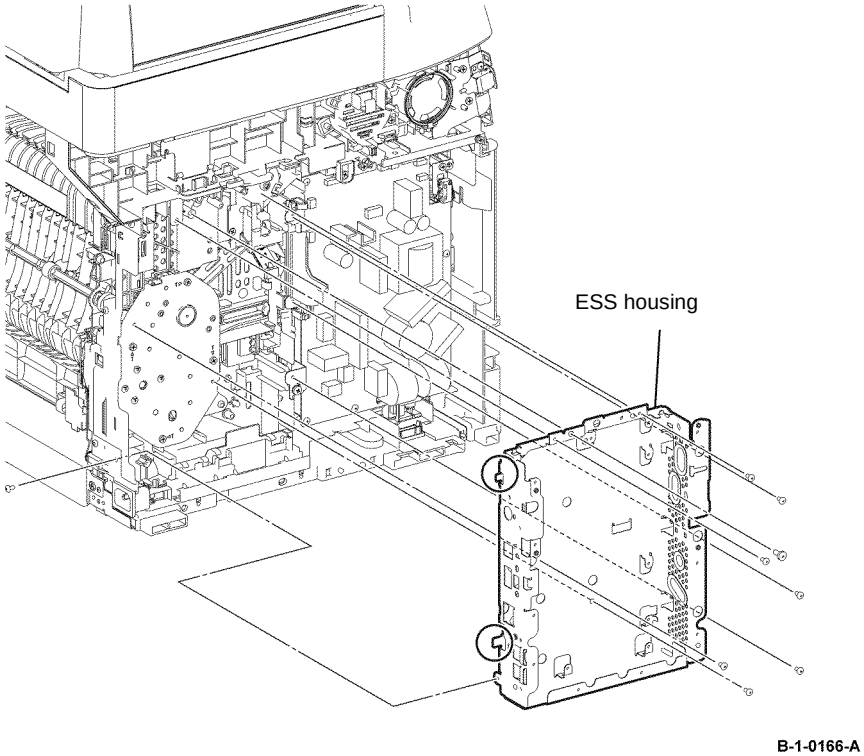

Figure 1 ESS housing removal
9. Release six screws (silver, M3, 6mm), then remove the ESS housing, Figure 1.